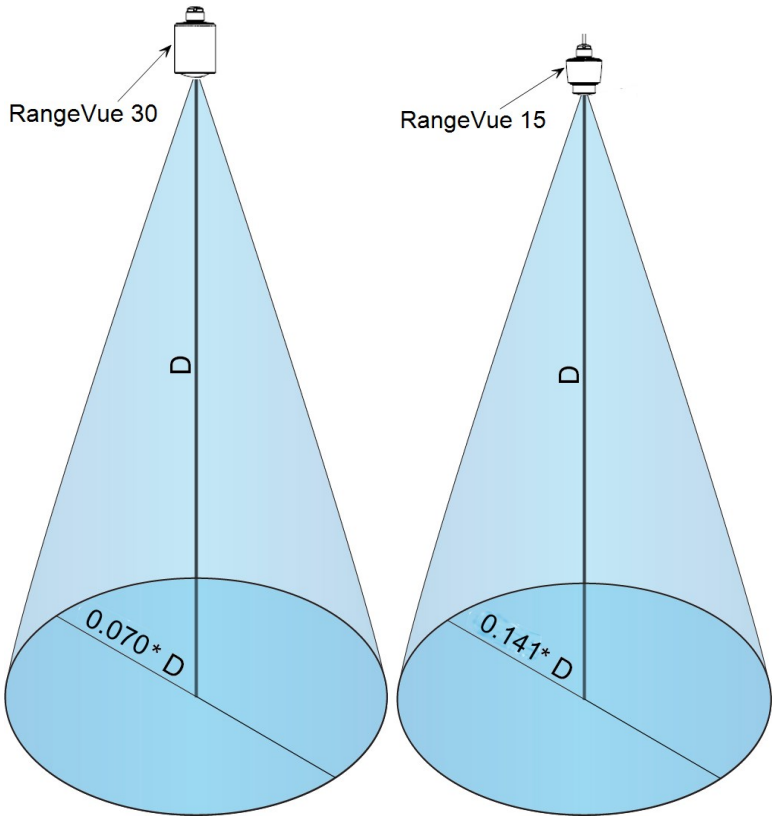

Figure 7-1. Distance entre les faisceaux
- **Obstacles :** Installez le capteur à l'écart des obstacles (au-dessus et en dessous de l'eau) sur le trajet du faisceau de rayonnement, qui se propage en quittant le capteur. Les obstacles à éviter sont les vagues excessives, les éclaboussures, les tuyaux, les fils électriques, les rochers, les piliers de pont et les troncs d'arbre. Déterminez l'espace libre requis pour l'angle du faisceau en utilisant les formules suivantes et la Figure 7-1 (p. 13).